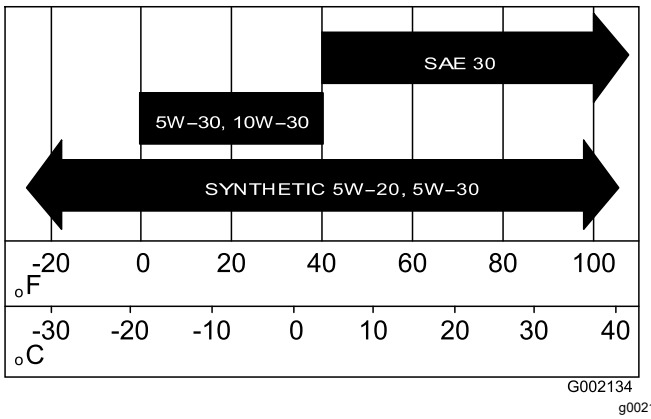

Figura 34
5. Llene el cárter con el aceite especificado (Figura 34).